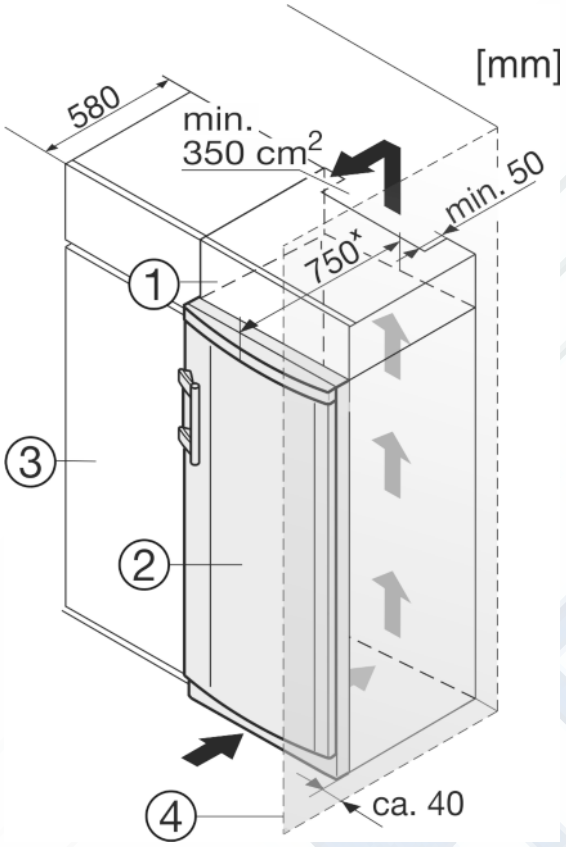

Fig. 9
Устройство может быть окружено предметами кухонной обстановки. Чтобы уравнять устройство *Fig. 9 (2)* по высоте с кухонной стенкой, можно установить над устройством соответствующий дополнительный шкафчик *Fig. 9 (1)*.
Если устройство установлено на шарнирах у стены *Fig. 9 (4)*, то расстояние между устройством и стеной должно быть не менее 40 мм. Настолько выступает ручка при открытой дверце.